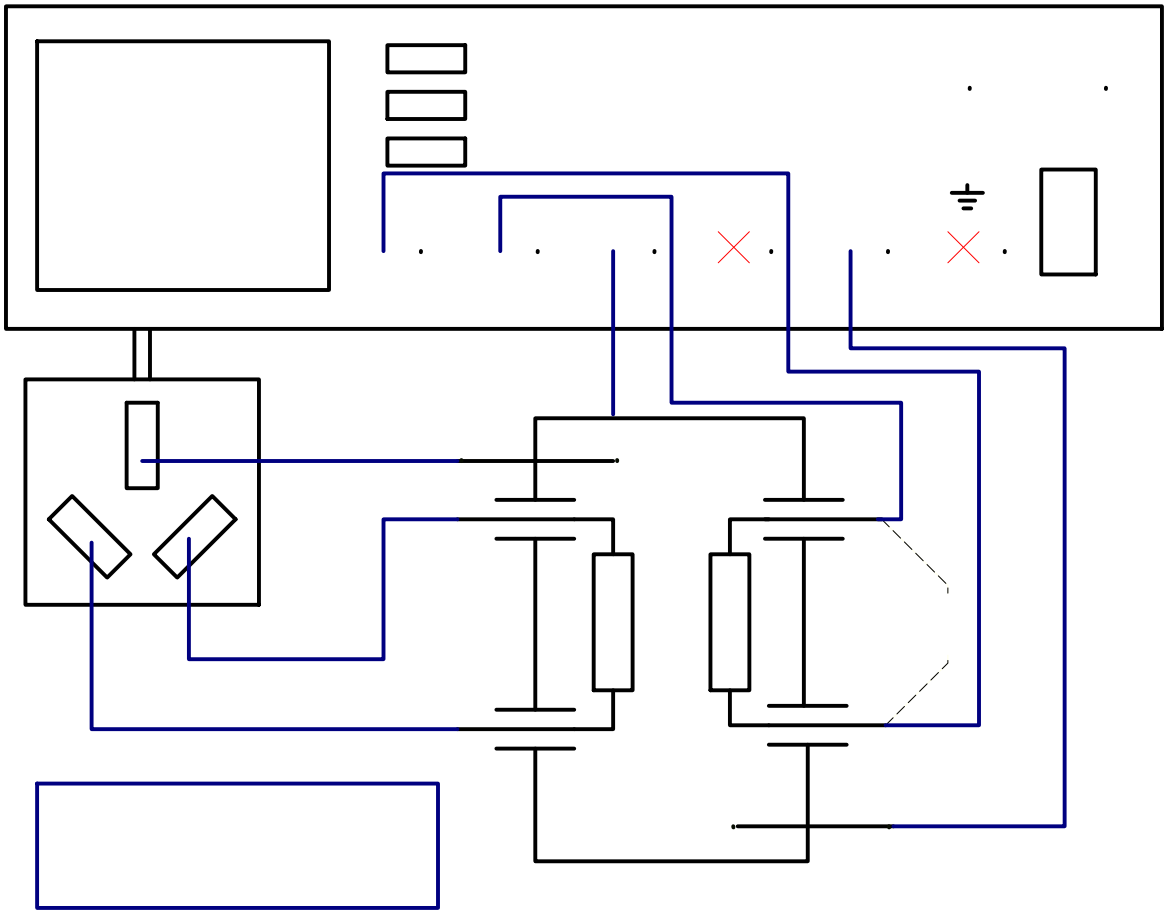

图 16 患者辅助电流（PAC）连接图
1)　对地漏电流/ELC(参照 GB9706.1 图 16)